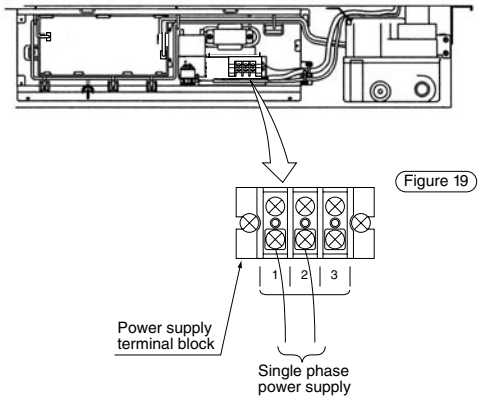

Figure 19
- Remove the control box lid, connect a single-phase power supply (50/60Hz 220-240V) to No. 1 and No. 2 (in the power supply terminal block), and then for safety's sake, close the lid before turning the power on. (Figure 19)